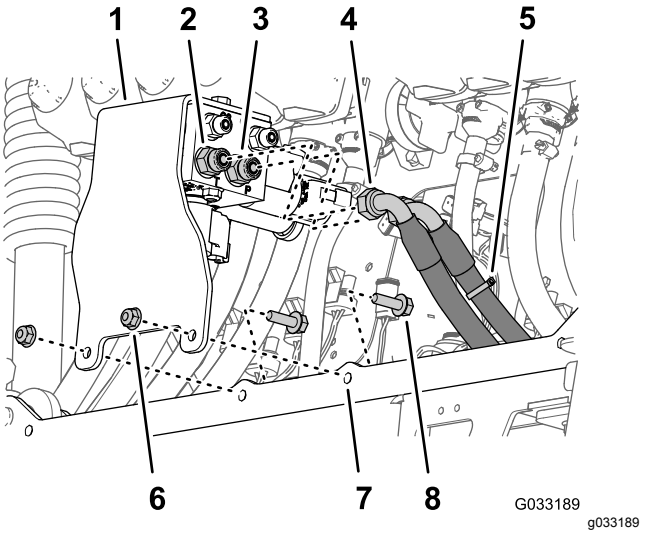

Figur 93
1. Rikta in hålen i stödfästet för sprutrampslyftens grenrör som du tog bort i steg 3 i Ta bort sprutrampslyftens grenrör från centersprutrampssektionen (sida 30) med den nya centersprutrampssektionens breda cylinderfäste (Figur 93).
2. Montera stödfästet på cylinderfästet (Figur 93) med de två flänsskruvar (5/16 x 1 tum) och flänslåsmuttrar (5/16 tum) som du tog bort i steg 3 i Ta bort sprutrampslyftens grenrör från centersprutrampssektionen (sida 30).
4. Montera hydraultryckslangen (märkt med ett kabelband) på port P på sprutrampslyftens grenrör (Figur 93).
5. Montera hydraulreturslangen på port T på sprutrampslyftens grenrör (Figur 93).